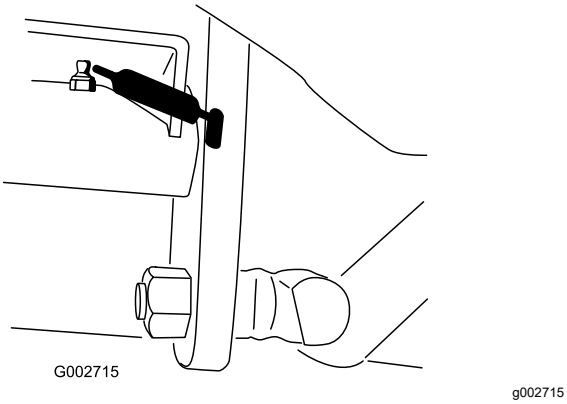

**Figur 20**
- Ett svänglager för gaspedalen (Figur 20).